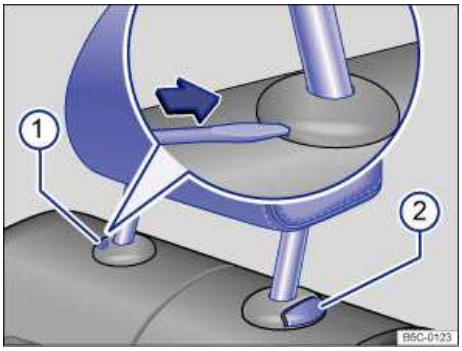

Fig. 47 Removing the rear head restraints.
- If necessary, press the flat blade of the screwdriver from the vehicle tool kit into the slit of the trim cap ⇒ fig. 47 (1) in the direction of the arrow and hold it in this position.
- At the same time press button (2) while a second person pulls out the head restraint completely.